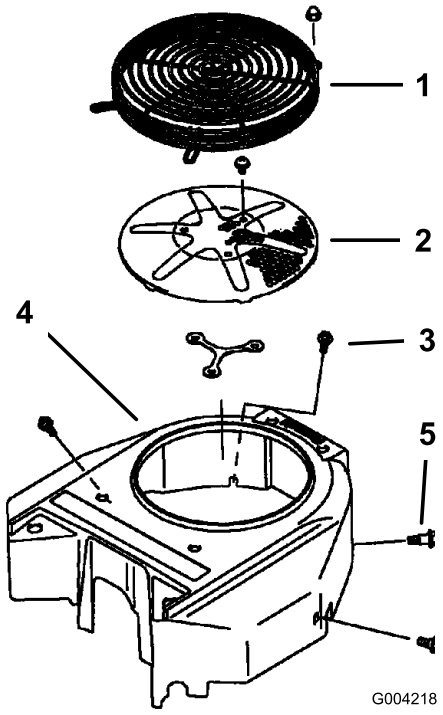

Figur 65
Før all bruk må du fjerne eventuell oppsamling av gress, skitt eller andre fremmedlegemer fra motorens luftinntaksskjerm. Dette vil bidra til å sørge for tilstrekkelig kjøling av motoren og riktig motorhastighet, og vil redusere muligheten for overoppheting og mekanisk skade på motoren (Figur 65).
3. Fjern luftinntaksskjerm, tilbakespolingsstarter og viftehus (Figur 65).
5. Monter luftinntaksskjerm, tilbakespolingsstarter og viftehus (Figur 65).